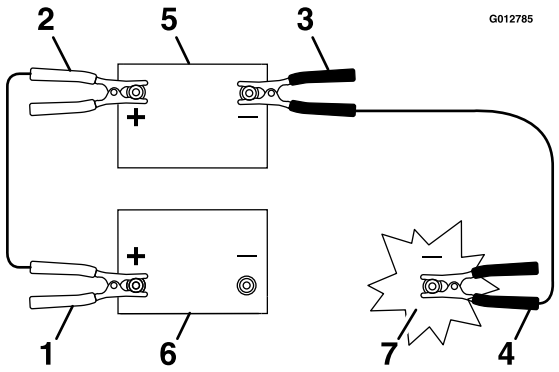

Bild 49
3. Schließen Sie das Pluskabel (+) an den Pluspol (+) der entladenen Batterie an, der am Anlasser oder Magnetventil angeschlossen ist, wie in Bild 49 abgebildet.